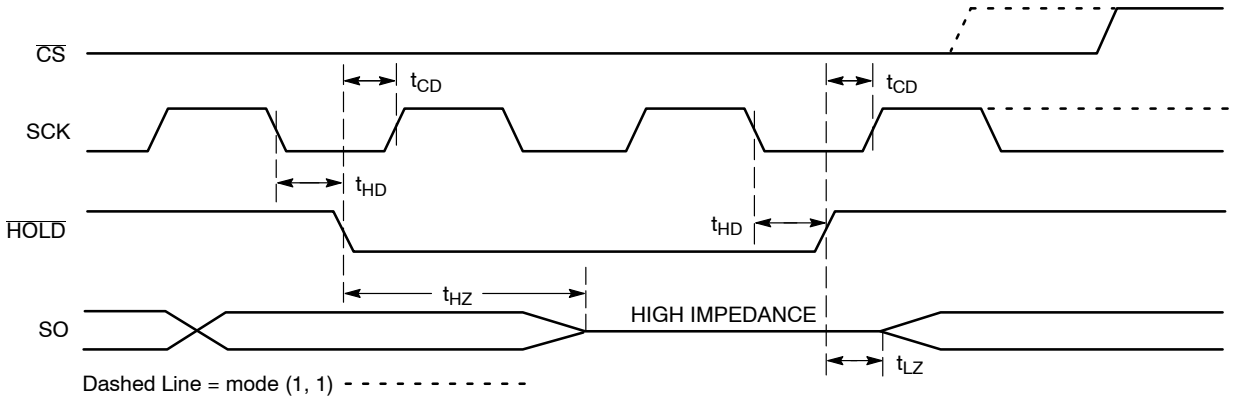

Figure 10. $\overline{\text{HOLD}}$ Timing
The $\overline{\text{HOLD}}$ input can be used to pause communication between host and NV250x0. To pause, $\overline{\text{HOLD}}$ must be taken low while SCK is low (Figure 10). During the hold condition the device must remain selected ($\overline{\text{CS}}$ low). During the pause, the data output pin (SO) is tri−stated (high impedance) and SI transitions are ignored. To resume communication, $\overline{\text{HOLD}}$ must be taken high while SCK is low.